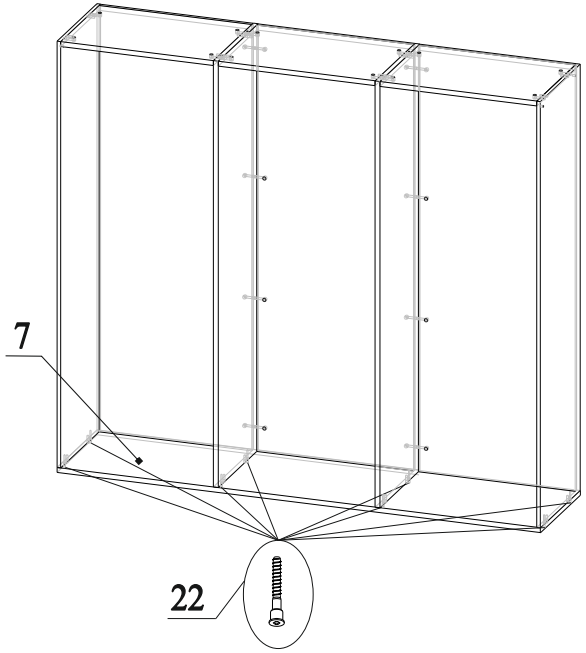

Рис.13
24. Соединить деталь 7 с деталями 4, 5 и 6, закрутив конфирматы 22 (рис.13);